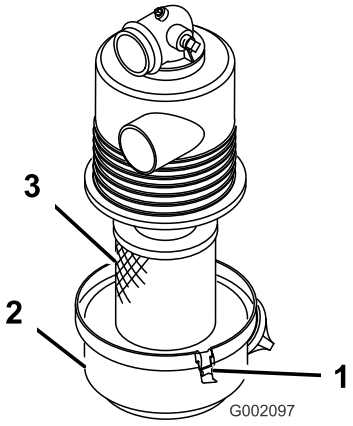

**Figur 25**
3. Frigör spärrhakarna som fäster luftrenarkåpan till luftrenaren. Skilj kåpan från luftrenaren. Gör ren insidan av luftrenarkåpan (Figur 25).
4. Skjut försiktigt ut filtret ur luftrenarstommen för att minska den mängd damm som drivs ut (Figur 25). Undvik att slå filtret mot luftrenarhuset.